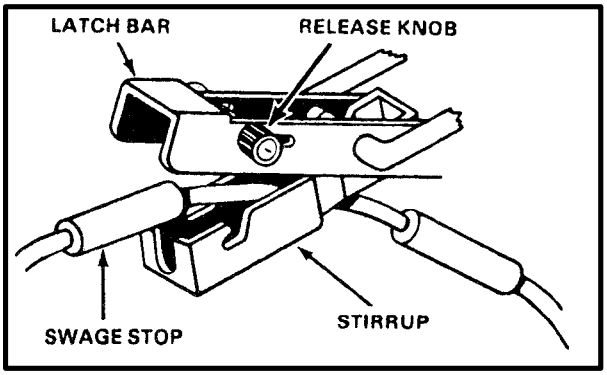

*Figure 8-9. Tensioner*
**(2)** Route the plastic covered wire rope under the pallet wing formed by the upper boards on the sides of the pallet. Pull the ends of the cable containing the swage stops through the tensioner (Figure 8-9).